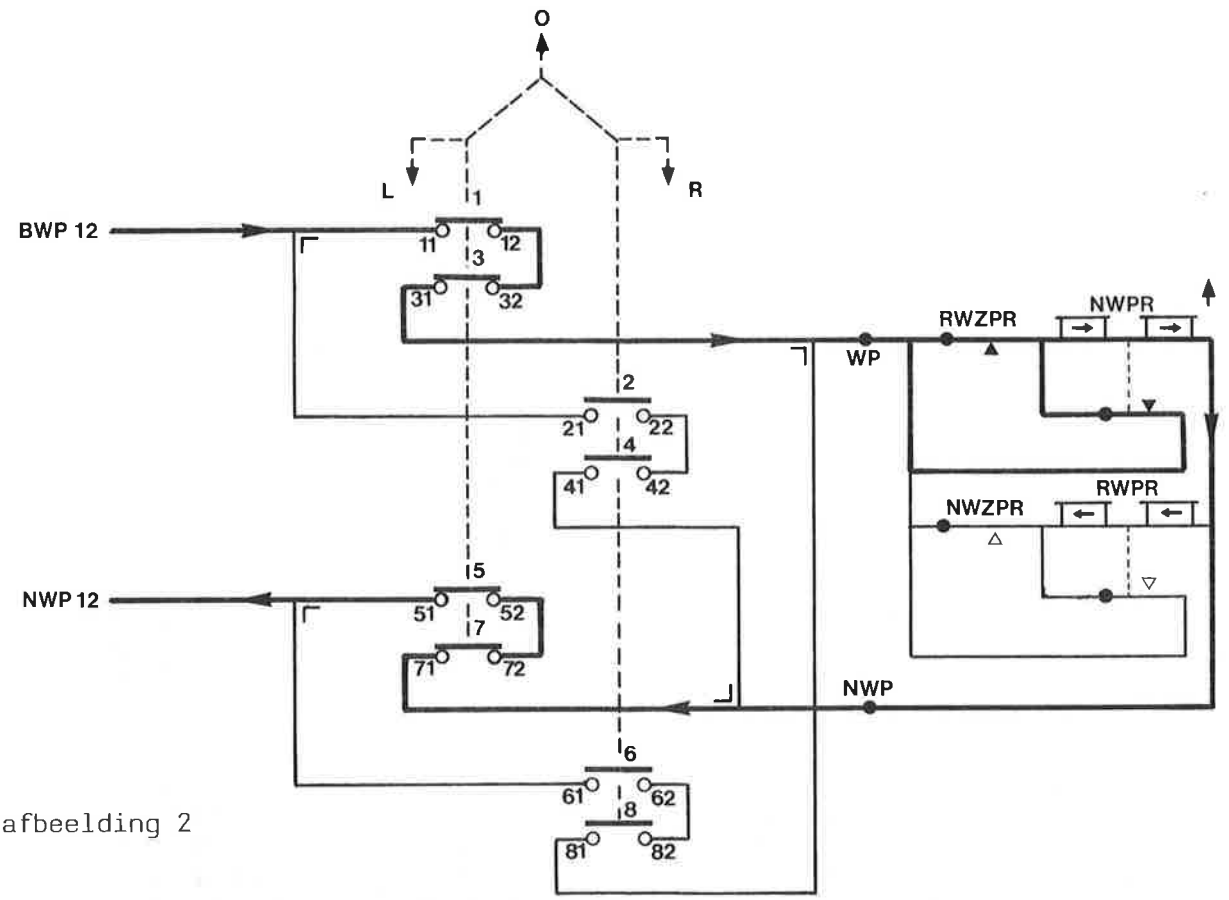
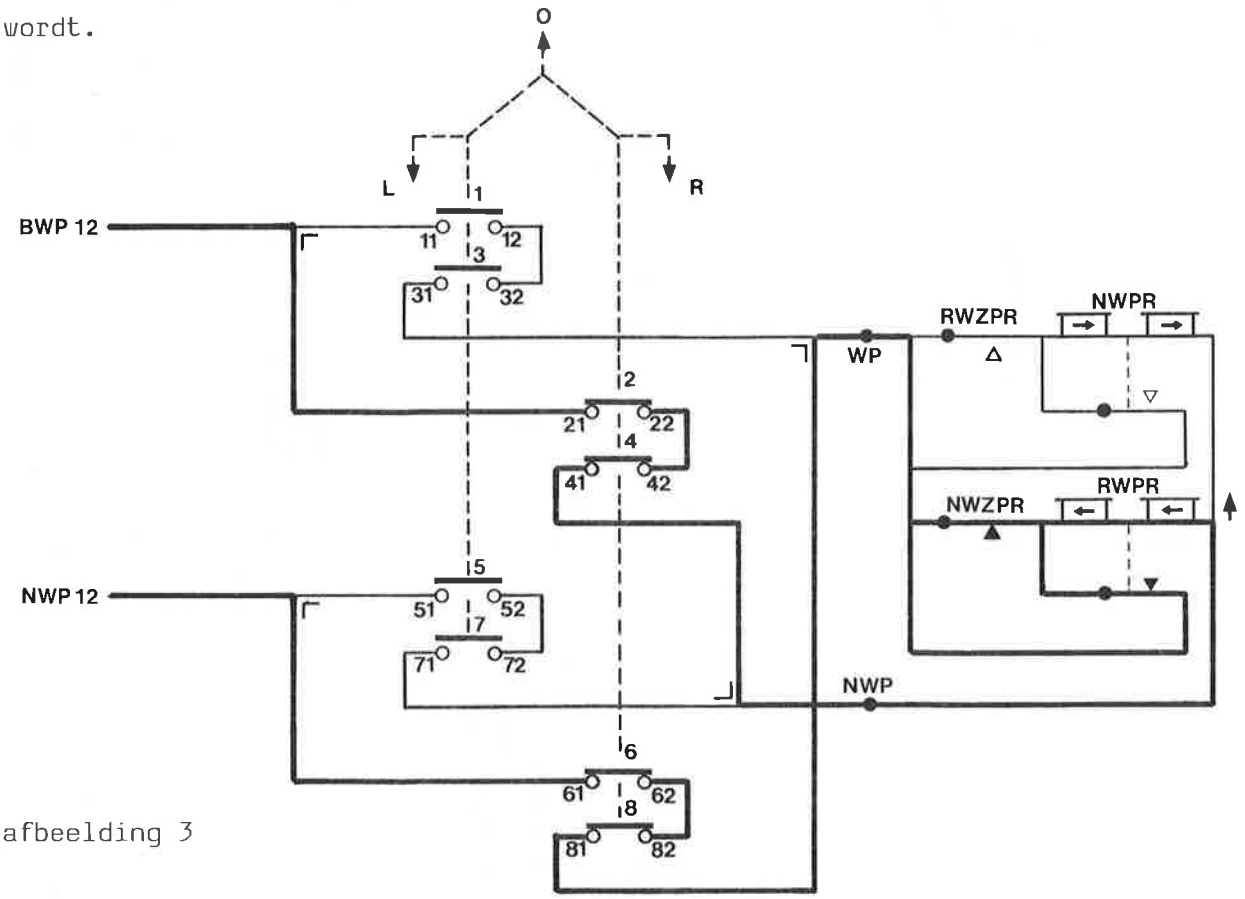

afbeelding 2
afbeelding 3
Afbeelding 2 laat zien hoe bij een wissel dat normaal linksleidend ligt de NWPR en RWPR opkomen. Dus bij omleggen van de schakelaar naar links (L) moet de NWPR aantrekken, terwijl bij omleggen van de sleutelschakelaar naar rechts (R) de RWPR aan moet trekken (afb. 3).